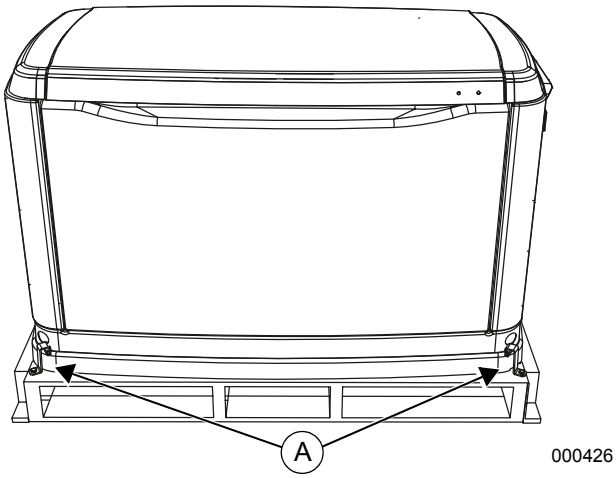

Figure 2-2. Generator on Pallet
3. See ***Figure 2-2***. Remove bolts and pallet brackets (A). Exercise caution when removing the generator. Dragging it off the pallet will damage the base. The generator must be lifted from the wooden pallet to remove.